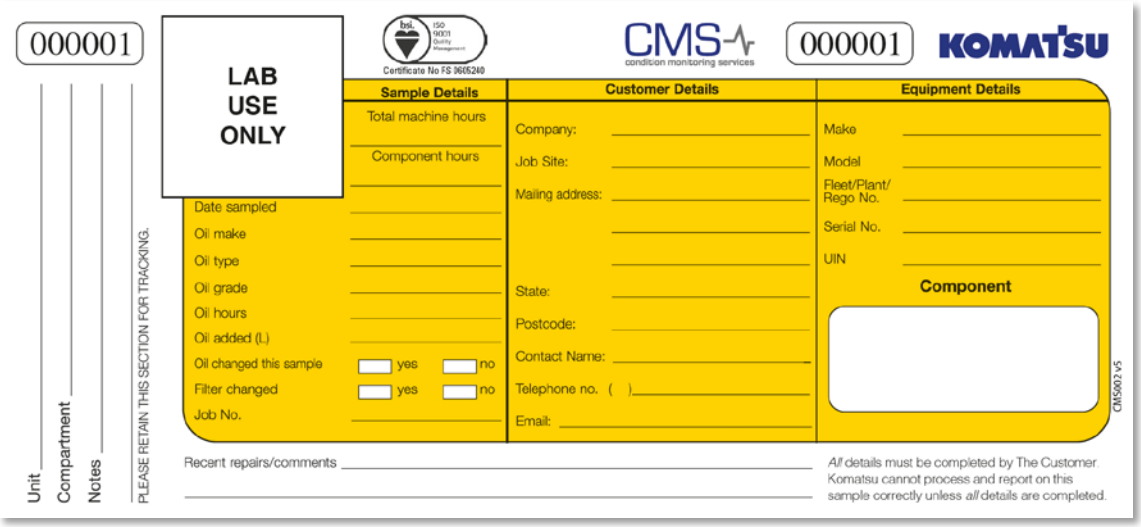

Figure 4.1 Supplied Sample Cards
1. Completing the sample card provided with the sample kit (example in Figure 4.1)